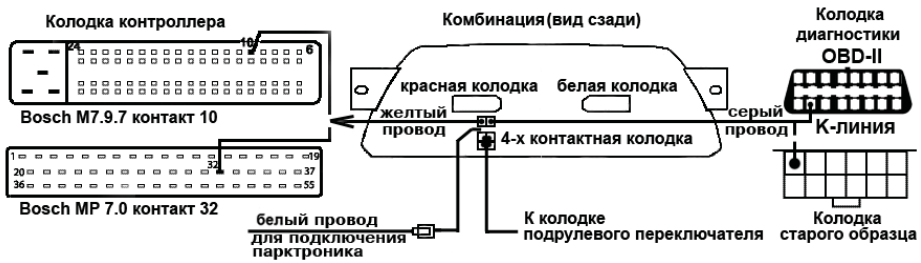

Рис. 3 Подключение ЭКП.
6.5. Пропустить желтый провод расхода топлива БК ЭКП к колодке контроллера и подключить его клипсой к соответствующему проводу жгута контроллера (см. Рис. 3).
1) подключить провод “К-линии” парктроника GF801 к серому проводу, идущему от ЭКП (см. Рис. 3) (а не к “колодке для БК”, как это указано в Руководстве на GF801). Соединение проводов выполняется клипсой, входящей в комплект парктроника GF801.